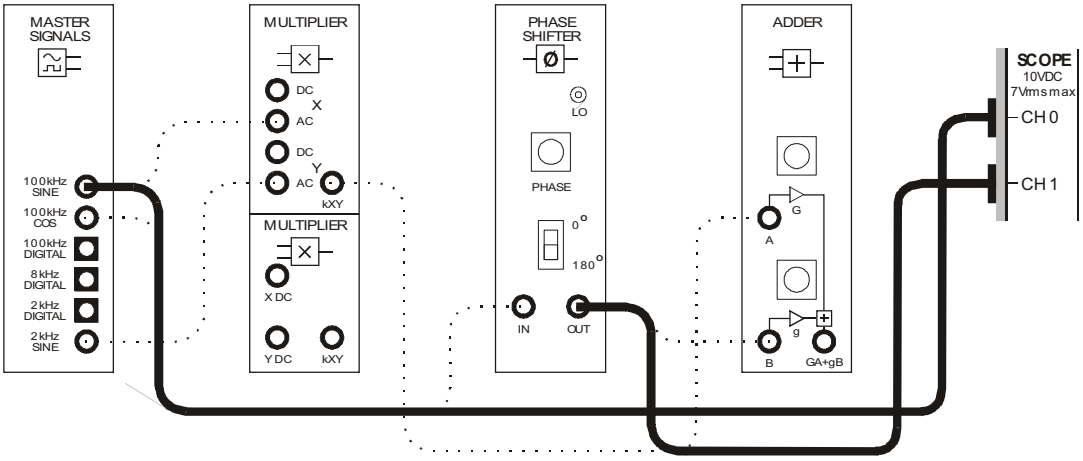

Figure 11
31. To verify your answer to Question 4, modify the scope's connections to the circuit as shown in Figure 11 on the next page.